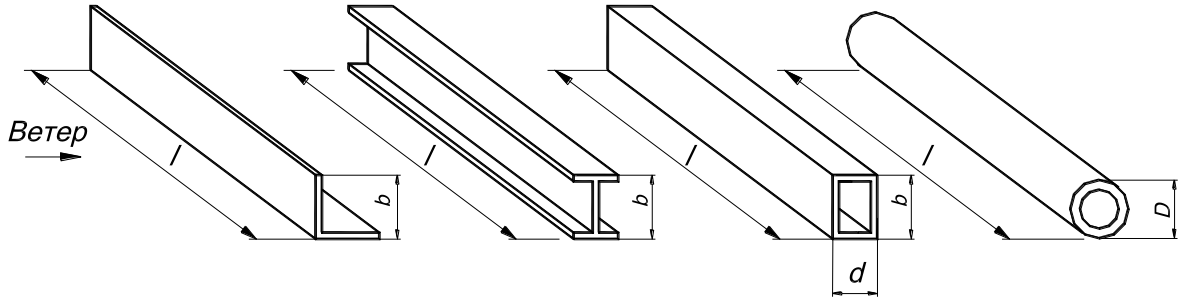

Рисунок 1
- фактическая подветренная площадь груза (например, бетонный элемент конструкции высотой ***b*** = 2 м и длиной ***l*** = 10 м (Рисунок 1)) $\boldsymbol{A_{факт}}$ = 20 м^2;